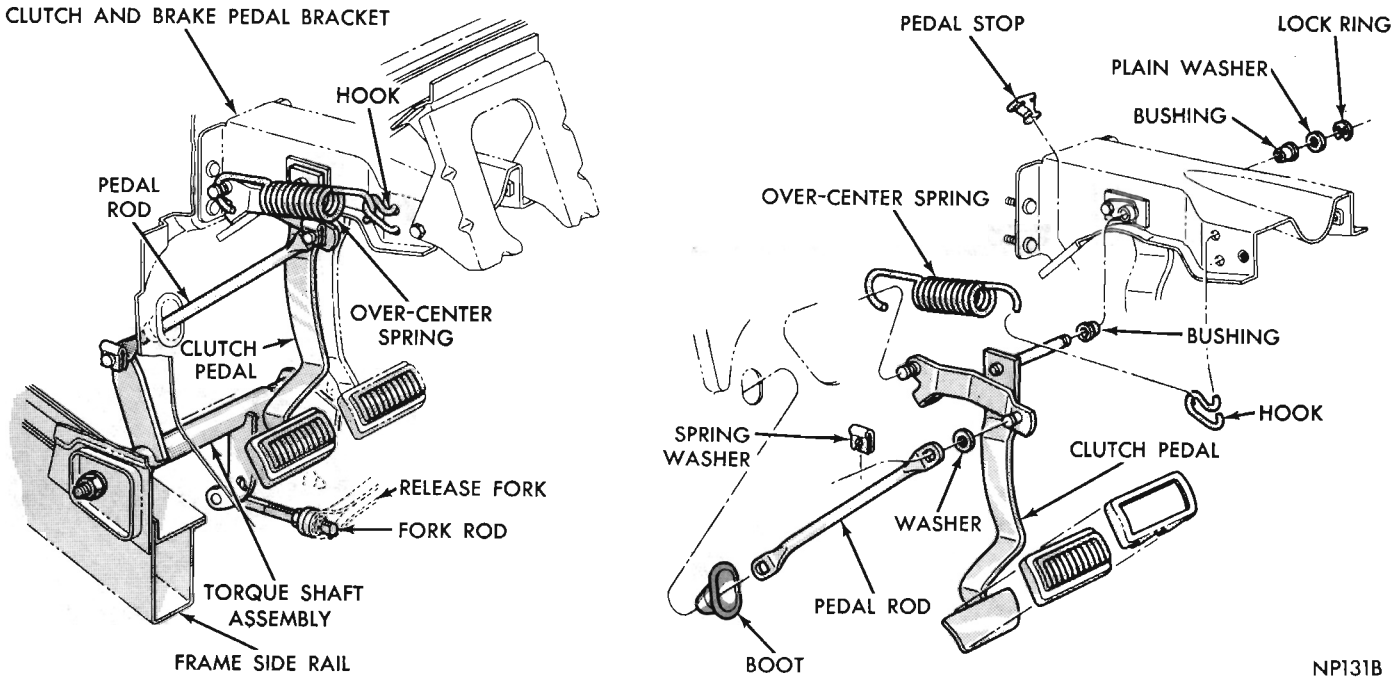
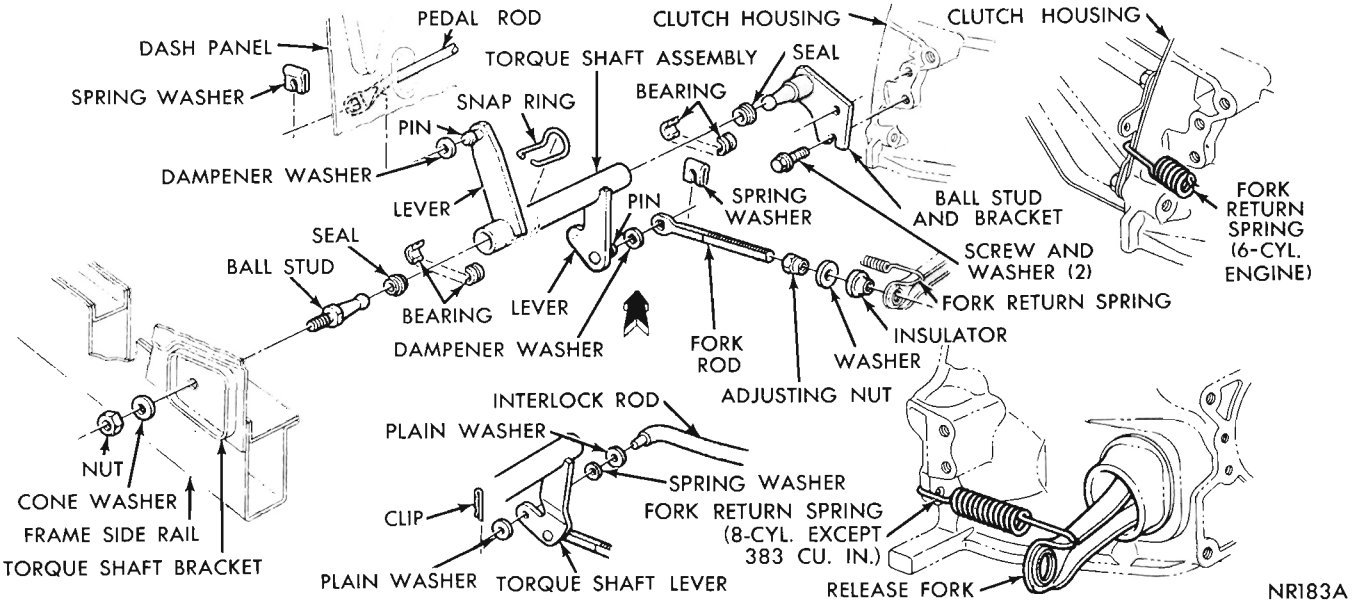
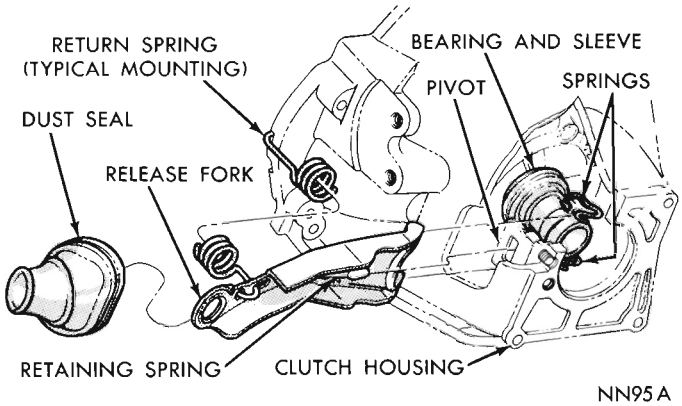
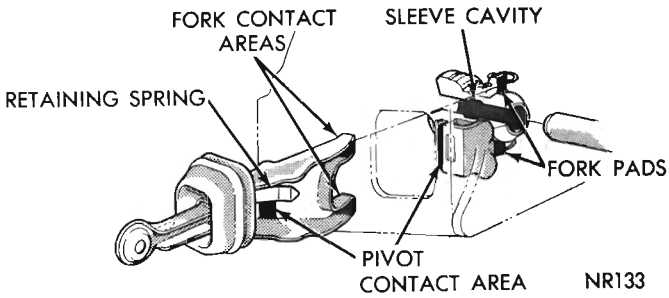

Fig. 3—Clutch Pedal and Linkage (Valiant-Barracuda 6 Cyl.)
Fig. 8—Torque Shaft and Linkage (Valiant—Barracuda)
Fig. 12—Clutch Release Fork, Bearing and Sleeve
Fig. 15—Clutch Lubrication Points
Clutch Pedal and Bracket (Figs. 3, 4, 5, 6)
(1) Inspect condition of clutch pedal rubber stop (Figs. 3, 4, 5, 6). If stop is damaged, install a new one.
(3) Adjust fork rod by turning self-locking adjusting nut (Figs. 8, 9, 10, 11) to provide 5/32 inch free movement at end of fork. This movement will provide prescribed one-inch free play at pedal (Figs. 3, 4, 5 or 6).
(4) Adjust interlock rod as described below.
(1) Remove transmission. See "Manual Transmission," Group 21, for detailed procedure.
(2) Remove clutch housing pan.
(3) Remove return spring from clutch release fork and clutch housing or torque shaft lever (Fig. 8, 9, 10 or 11).
(4) Remove spring washer securing fork rod to torque shaft lever and remove rod from torque shaft and release fork (Figs. 8, 9, 10 or 11).
(5) On models with the 3-speed transmission, remove clip and plain washer securing interlock rod to torque shaft lever and remove spring washer, plain washer and rod from torque shaft.
(6) Remove clutch release bearing and sleeve assembly from clutch release fork (Fig. 12), then remove release fork and boot from clutch housing.
(6) Fill cavity of bearing sleeve with Multi-Mileage Lubricant, Part Number 2525035, or Automotive Multi-Purpose Grease, NLGI grade 2 EP. Also, apply a film of this same lubricant to release fork pads of sleeve (Fig. 15).
(7) Position release bearing and sleeve assembly in clutch housing as far forward as possible.
(8) Lubricate fork fingers and retaining spring at the pivot contact area (Fig. 15) with a film of Multi-Mileage Lubricant, Part Number 2525035, or Automotive Multi-Purpose Grease, NLGI grade 2 EP.
(9) Engage fork fingers under clutch sleeve retaining springs. **Be sure retaining springs on sleeve have lateral freedom** (Fig. 12).
(10) Be sure groove in dust seal is engaged on seal opening flange in clutch housing (Fig. 12).
(11) Insert threaded end of fork rod assembly in hole in end of release fork (Figs. 8, 9, 10 or 11). Install eye end of fork rod on torque shaft lever pin and secure with spring washer. (Spring washer used only with 318 Cu. In. Engine on Fury models).
(12) Install return spring to clutch release fork and clutch housing or torque shaft lever (Fig. 8, 9, 10 or 11).
(13) On models with 3-speed transmission, install spring washer, plain washer and interlock rod on torque shaft lever and secure with plain washer and clip.
(1) Remove return spring from clutch release fork and clutch housing or torque shaft lever (Fig. 8, 9, 10 or 11).
(2) Remove spring washer securing fork rod to torque shaft lever and remove rod from torque shaft and release fork.
(3) Pry dust seal out of clutch housing and remove from release fork (Fig. 12).
(4) Grasp outer end of clutch fork and pull fork out and free of retaining springs and pivot (Fig. 12). **The clutch fork has a riveted flat retaining spring that is engaged in a hole in the pivot. The clutch release fork pivot is an 'L' shaped bracket bolted inside the clutch housing.**
(5) Remove fork from clutch housing.
(2) Before installing release fork, lubricate both sides of fork contact areas, pivot contact area, edge of pivot, also the cavity inside clutch sleeve and the fork pads (Fig. 15).
(3) Install clutch release fork in housing, being careful to engage flat retaining spring in hole in pivot and under retaining springs of bearing sleeve.
(4) Install dust seal over release fork and engage groove of seal in clutch housing.
(5) On **all models,** insert threaded end of fork rod assembly in hole of release fork (Figs. 8, 9, 10, 11). Install eye end of fork rod on torque shaft lever pin and secure with spring washer.
(6) Install return spring to clutch release fork and clutch housing or torque shaft lever (Fig. 8, 9, 10 or 11).
(1) Fill cavity of bearing sleeve with Multi-Mileage Lubricant, Part Number 2525035, or Automotive Multi-Purpose Grease, NLGI grade 2 EP (Fig. 15).
(2) Also, apply a film of this same lubricant to release fork pads of sleeve.